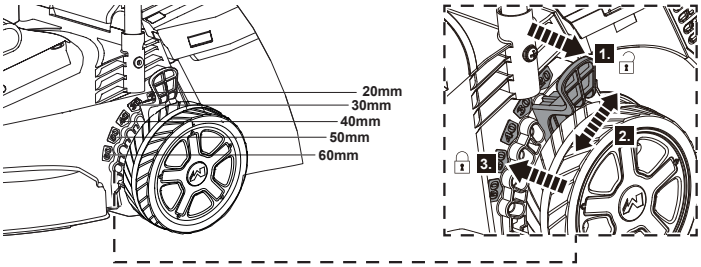

Fig.9
> Empurre a alavanca de ajuste de altura de corte (13) para longe do produto (passo 1) e movimente-a para a altura de corte desejada (Fig. 9, passo 2).